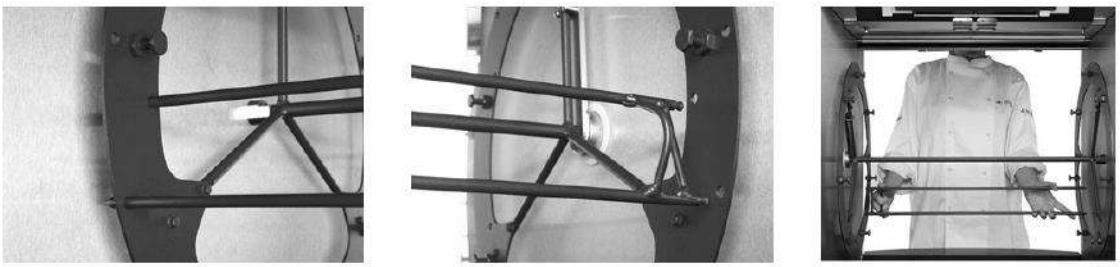

Figura 13
4. Inserte las puntas de las varillas en las perforaciones del disco del rotor (vea a la Figura 13).